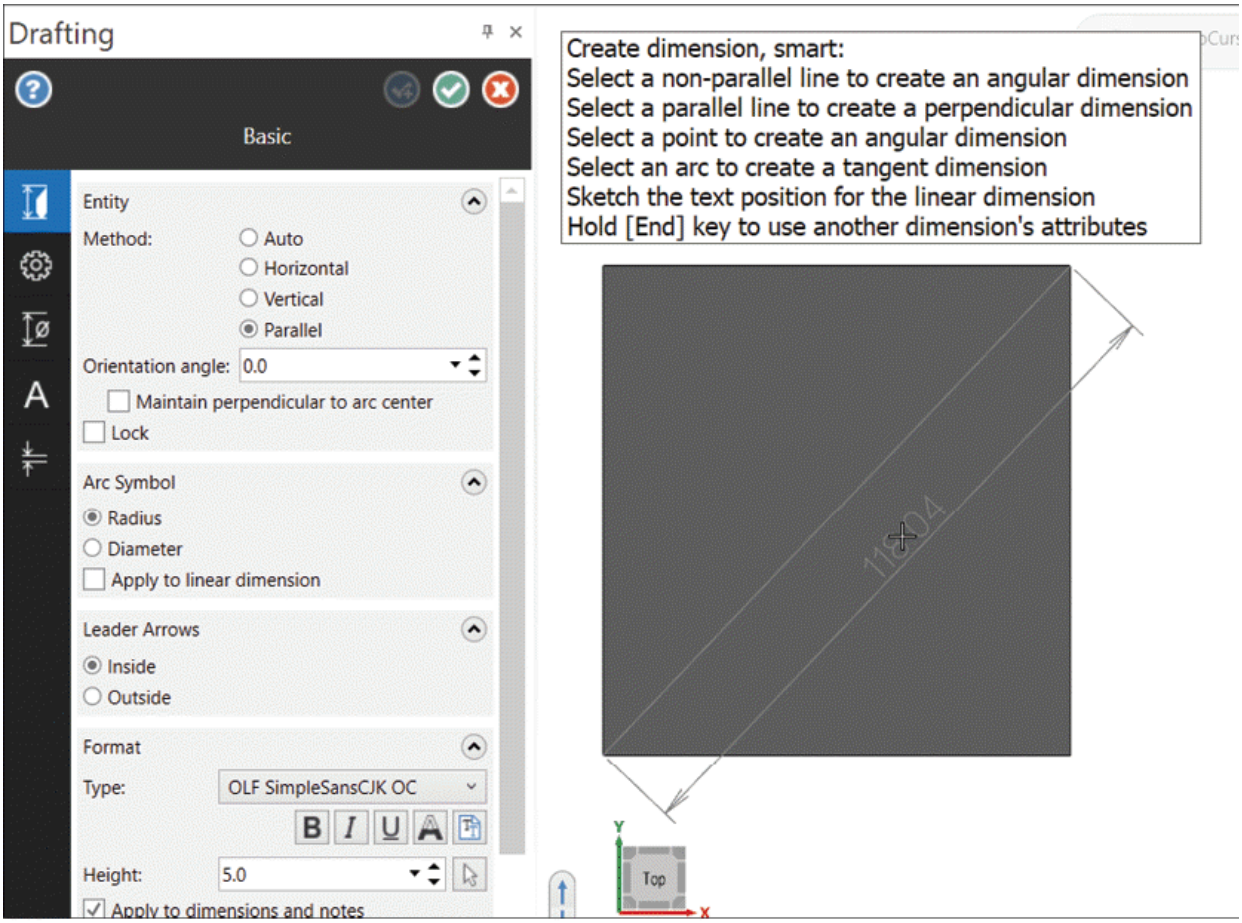

Figure-3. Dimensions attached to cursor
- After selecting desired radio button from the **Method** section, select two points to be dimensioned. The dimension will get attached to cursor and various options will become active in the **Manager**; refer to Figure-3.